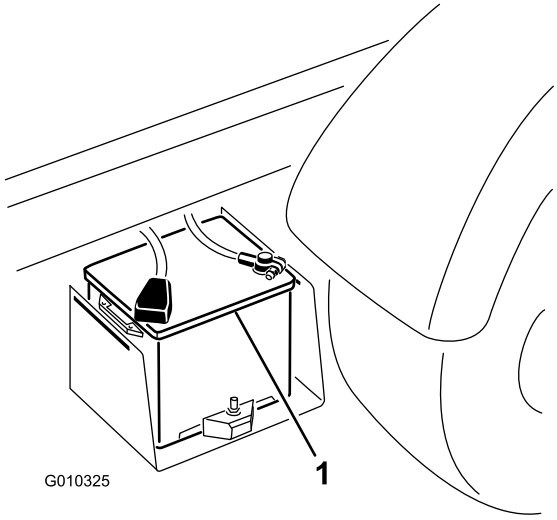

Figur 48
2. Koble de to batterienes positive poler til hverandre med en startkabel (Figur 48). Positive poler kan være markert ved et "+"-tegn øverst på batteridekslet.